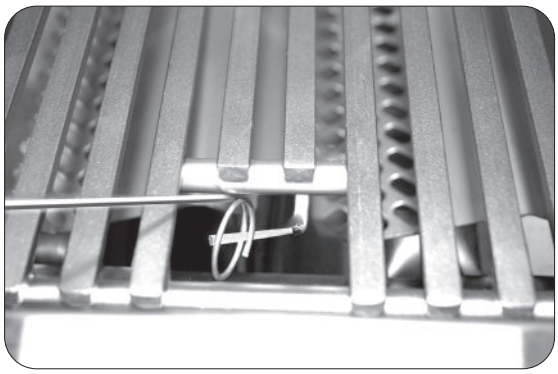

Fig. 32-2 **- Éclairage manuel**
2. Insérez soit un allumeur au butane brûlant à long canon, soit un allumeur à longue tige brûlante dans l'ouverture de la grille de cuisson vers le haut du brûleur (Fig. 32-2). Pour les backburners, maintenez la flamme contre la surface du backburner.
4. Si le brûleur ne se allume pas dans les **cinq (5) secondes** de tourner le bouton de commande, enfoncez immédiatement le bouton et tournez la valve à AU LOIN. ATTENDEZ CINQ (5) MINUTES avant de répéter les étapes 2 à 4 des instructions manuelles d'éclairage.